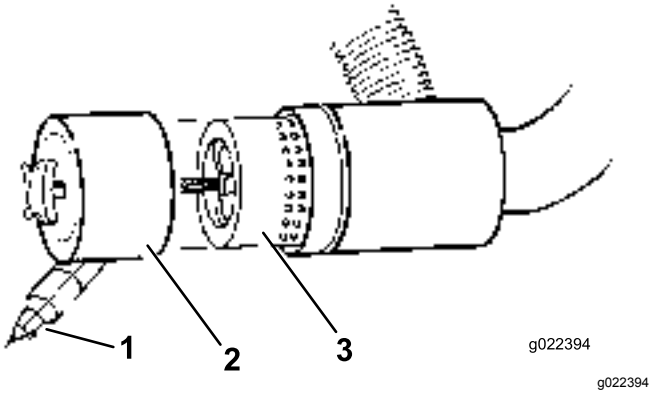

Figuur 42
3. Verwijder en vervang het filter (Figuur 42).